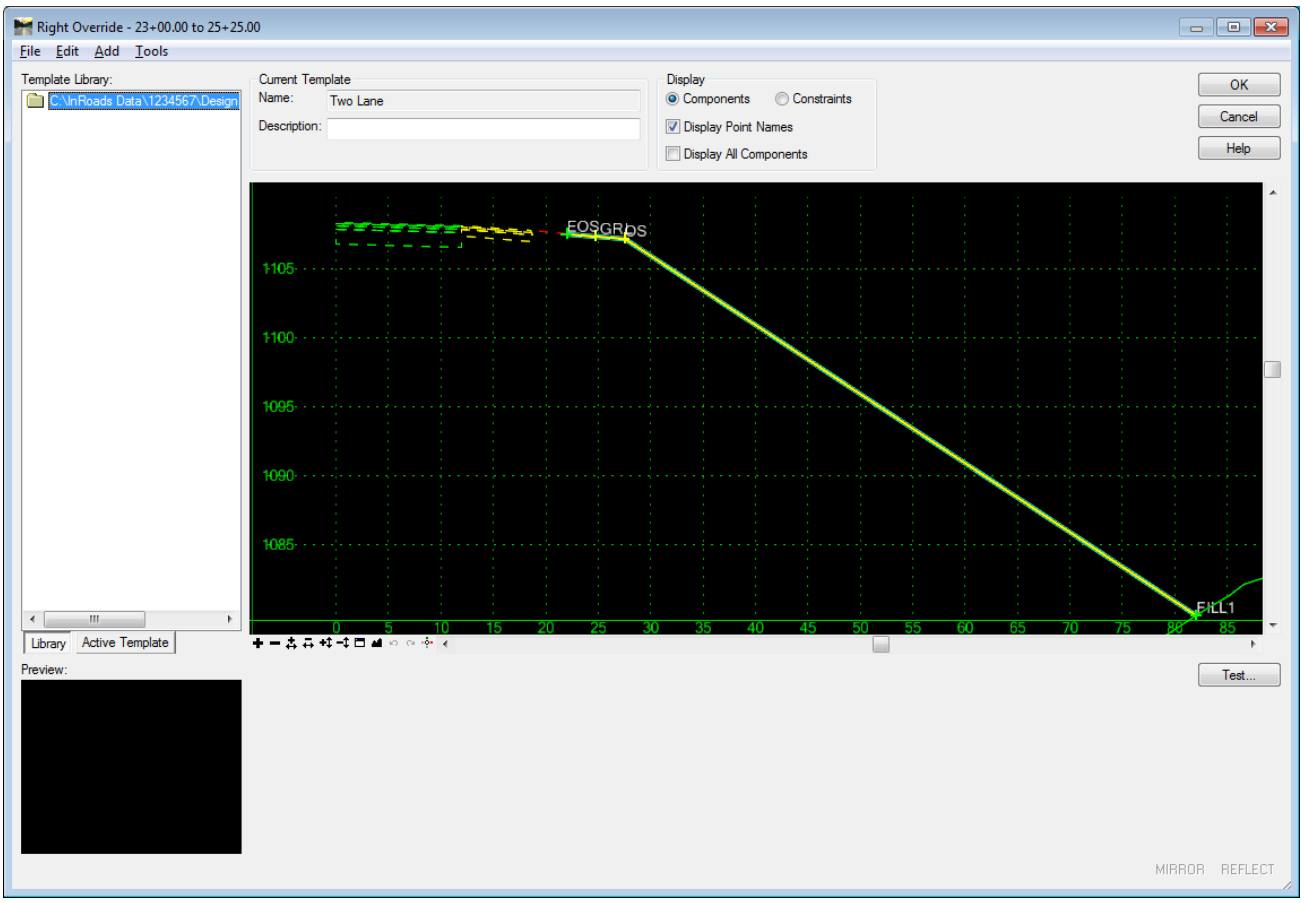

Figure L8-38 Right Override Window
- Click the **Edit**… button. The **Right Override** Window opens as shown in *Figure L8-38.*